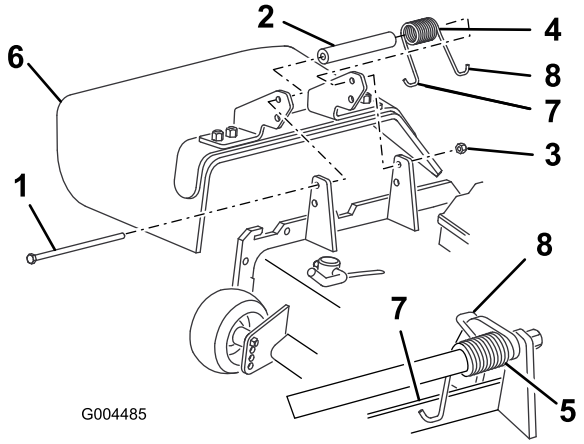

Figura 71
2. Retire la contratuerca, el perno, el muelle y el espaciador que sujetan el deflector a los soportes de pivote (Figura 71). Retire el deflector de hierba dañado o desgastado.
3. Coloque el espaciador y el muelle entre los soportes del deflector de hierba nuevo (Figura 71). Coloque el gancho en J del extremo izquierdo del muelle detrás del reborde de la carcasa.
Nota: Asegúrese de colocar el gancho en J del extremo izquierdo del muelle detrás del reborde de la carcasa antes de instalar el perno, según muestra Figura 71.
4. Instale el perno y la tuerca. Coloque el extremo derecho en J del muelle alrededor del deflector de hierba (Figura 71).